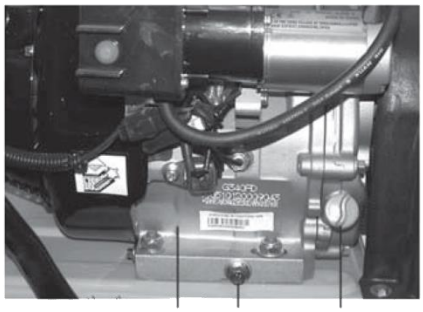

Рис. 27
9.3. Замена масла в двигателе (Рис. 27).